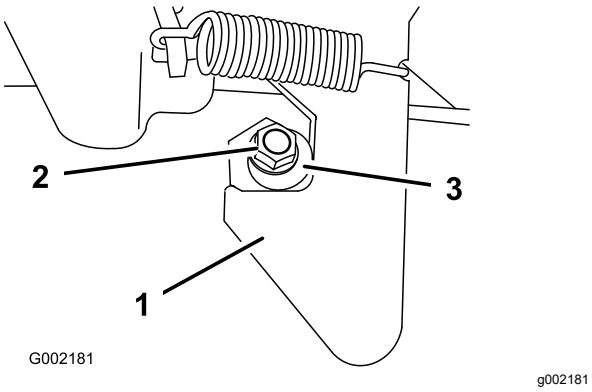

Figur 72
1. Løsn låsemøtrikken i enden af låsestiften (Figur 72).
2. Drej låsestiften med uret, indtil den ligger tæt op ad låsens krogdel (Figur 72).